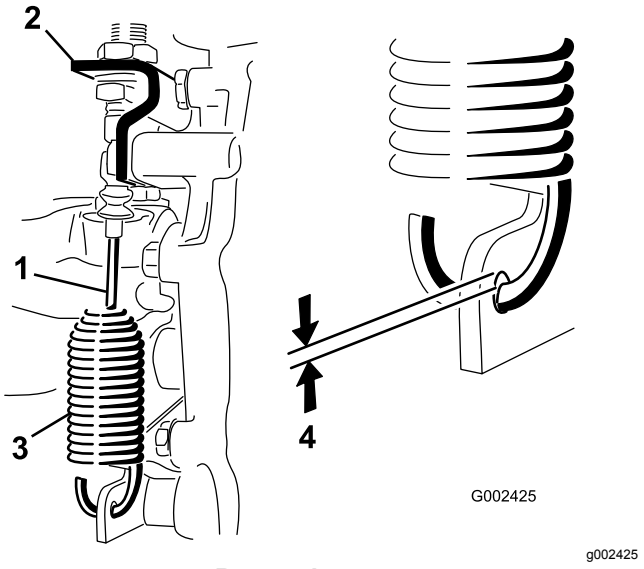

Rysunek 54
2. Odkręć przeciwnakrętki mocujące linkę blokady mechanizmu różnicowego do wspornika na skrzyni biegów (Rysunek 54).